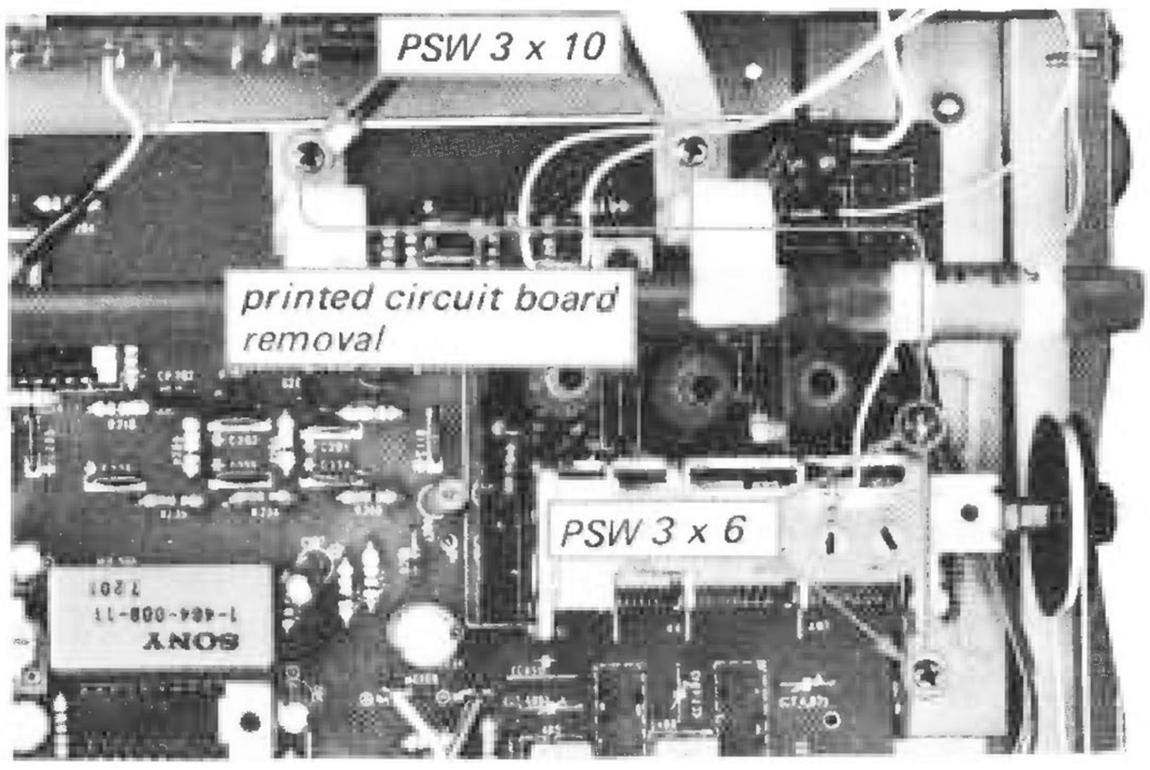

Fig. 2-9. Printed circuit board removal
2. Remove the four screws shown in Fig. 2-9. This frees the printed circuit board.